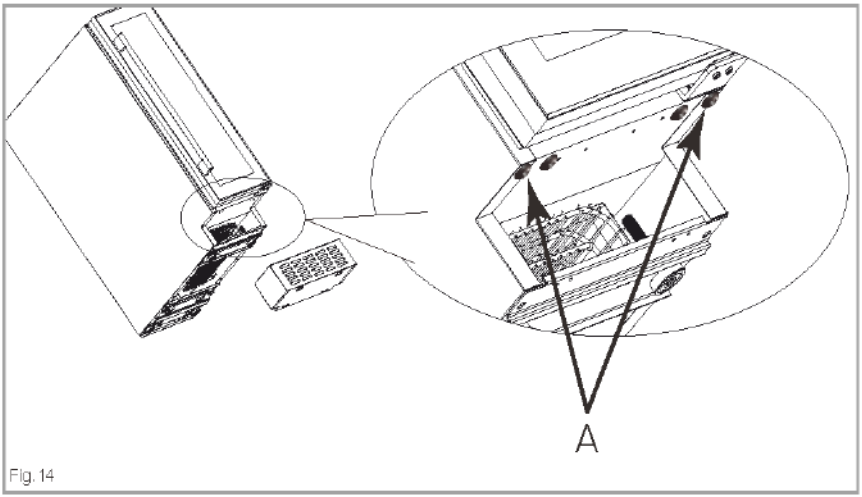

Fig. 14
4. Если есть, выкрутите два винта, показанные стрелками и обозначенные как "A:." на рис. 14.